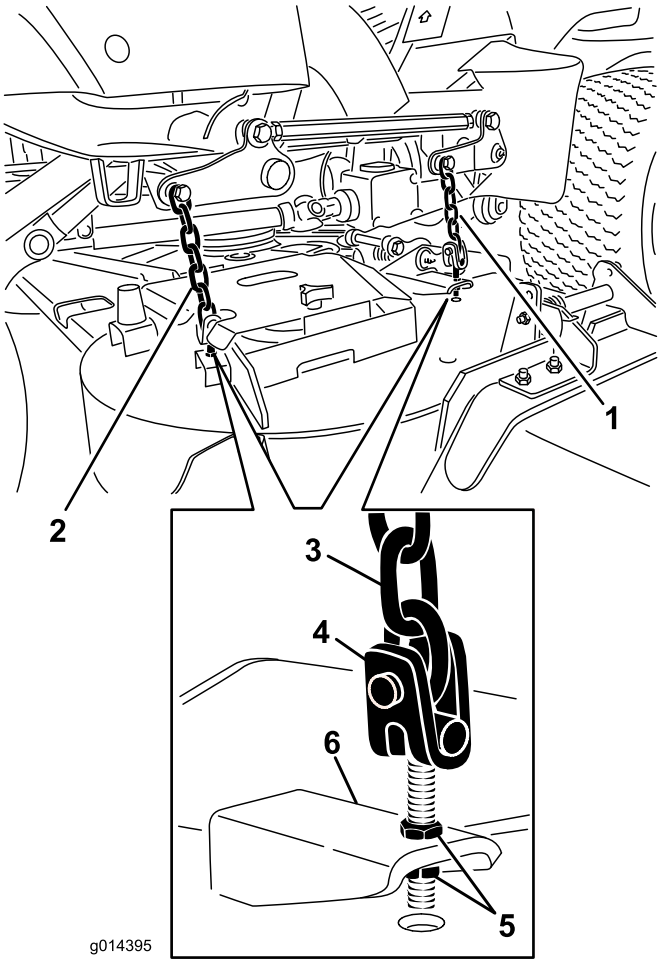

Figuur 70
het maaidek, totdat het maaidek horizontaal staat (Figuur 70).
7. Draai aan de contramoeren waarmee de gaffels/kettingen van het maaidek vastzitten, om de achterkant van het maaidek hoger te zetten, zodat de schuinstand 8 mm is) (Figuur 70).